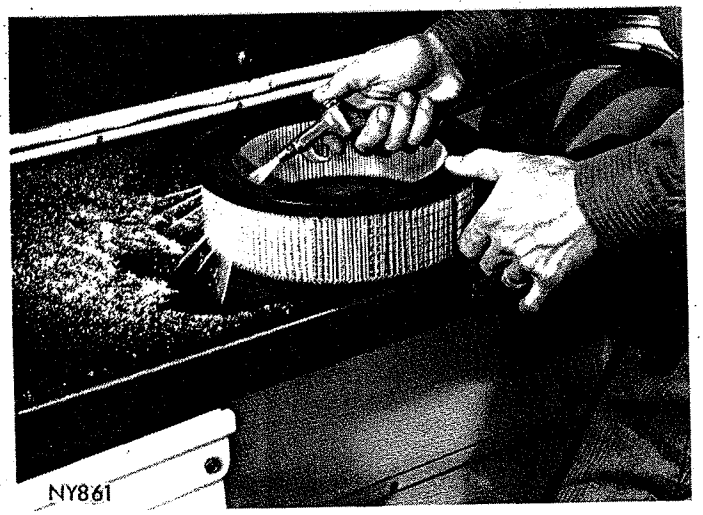

*Fig. 3—Cleaning Filter Element*
(2) Test cranking voltage if below 9.6 volts and more than 130 amperes draw. See Starting Motor Cranking Voltage Electrical Section of this manual.
(3) Tighten the intake manifold bolts to 50 foot-pounds.
(4) Perform cylinder compression test. Compression should not vary more than 20 pounds for 361, 383 cubic inch engines with 9.2 to 1 compression ratio, 25 pounds for 383 and 426 cubic inch engines with 10 to 1 and 10.3 to 1 compression ratios.
(5) Clean or replace spark plugs as necessary and adjust gap to .035 inch. Tighten to 30 foot-pounds using new gaskets.
(6) Test resistance of spark plug cables. Refer to "Ignition System Secondary Circuit Inspection" Electrical Section.
(7) Inspect the breaker plate contacts, primary wire and vacuum advance operation. Replace parts as necessary. Refer to Ignition System and make necessary adjustment. Test coil output voltage, primary and secondary resistance. Test Condenser.
(8) Install the distributor, distributor cap, and spark plug cables. Reset the ignition timing with the vacuum advance line disconnected. The ignition timing should be set to compensate for altitudes and/or gasoline grades.
(9) Set carburetor idle mixture adjustment. Adjust throttle stop screw to specifications. Perform a combustion analysis.
(10) Test the fuel pump for pressure and vacuum. Refer to "Fuel System" Group 14, Specifications.
(11) Inspect the manifold heat control valve in the right exhaust manifold for proper operation and apply Manifold Heat Control Valve Solvent Number 1879318 or equivalent to the bushing and shafts.
(12) Every 6 months, remove filter element and blow out dirt gently with air hose. Direct air from inside out, and keep nozzle 2 inches away from element to avoid damaging (Fig. 3). Clean the metal housing and replace the element. Every two years install a new factory recommended MoPar filter element. Service the unit more frequently when driving under severe conditions, such as in dusty areas.
(13) Inspect crankcase ventilation system as outlined on page 67.
(14) Inspect and adjust the accessory belt drives referring to "Cooling System" Group 7 for proper adjustments.
(15) Road test vehicle as a final check.